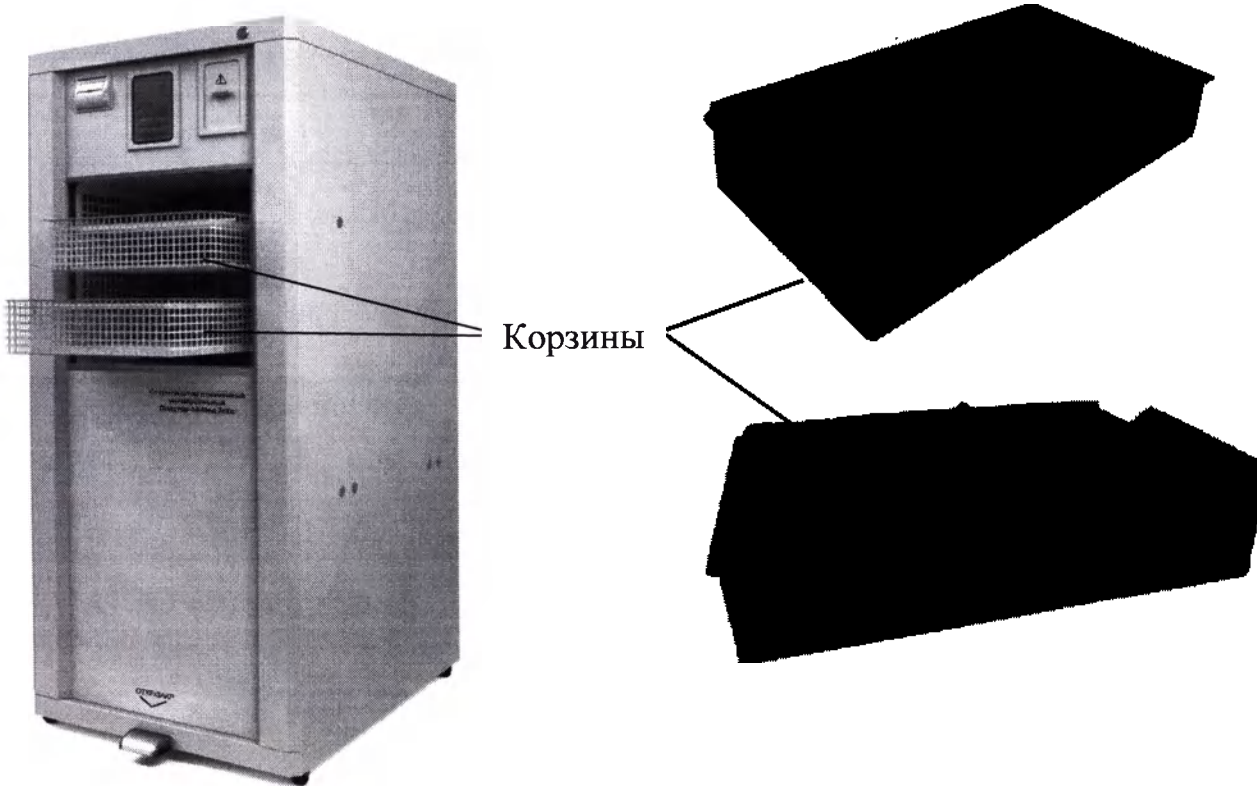

Рисунок.2 Общий вид корзин для загрузки изделий.
8.6 Изделия разместить в корзинах так, чтобы был обеспечен прямой доступ стерилизующего средства ко всей поверхности изделия. Не допускается укладывать изделия одно на другое. По возможности, кладите пакеты на ребро, т.е. вертикально, для этого в комплекте с корзинами поставляются специальные пластиковые планки для фиксации пакетов (рис. 2).